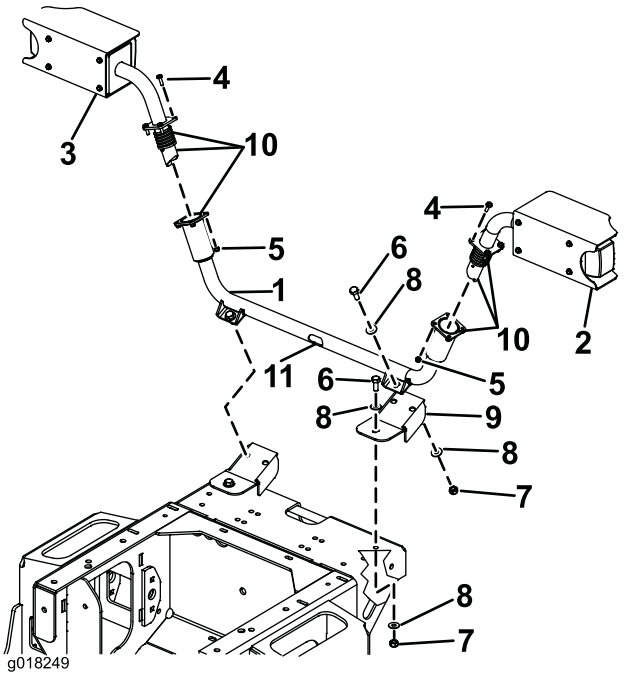

Figur 11
1. Frontlysenhetene festes til midtre frontlysfeste som festes til maskinen ved hjelp av to monteringsbraketter (Figur 11).
2. Monter de to monteringsbrakettene på fronten av maskinen ved hjelp av M10 x 25 mm skruer, 3/8 tommes skiver, M10-nylocmuttere (Figur 11).
3. Monter midtre frontlysfeste til monteringsbrakettene ved hjelp av M10 x 25 mm skruer, 3/8 tommes skiver, M10-nylocmuttere (Figur 11).
4. Påfør Anti-Seize-smøremiddel slik at det fullstendig dekker de innvendige veggene på rørendene og alle overflatene på fjærer og rørendeprofiler (Figur 11).
5. Lysenhetene er nå klar til montering. Mens du holder høyre frontlysfeste, før ledningskabelen ned gjennom enderøret og ut hullet midt på det midtre frontlysfestet (Figur 11).
6. Fest høyre frontlysenhet til midtre frontlysfeste ved hjelp av M6 x 20 mm skruer og M6-nylocmuttere (Figur 11).